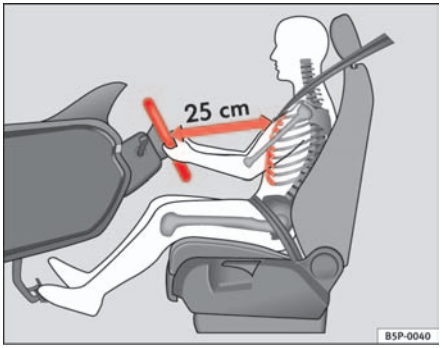

Fig. 90 Proper sitting position for driver
– Adjust the steering wheel in this way until the correct position is set ⇒ fig. 90.
- **Adjust the driver seat or steering wheel so that there is a distance of at least 25 cm between the steering wheel and your breast bone ⇒ page 122, fig. 90. If you fail to observe the minimum distance, the airbag will not protect you. Risk of fatal injury.**